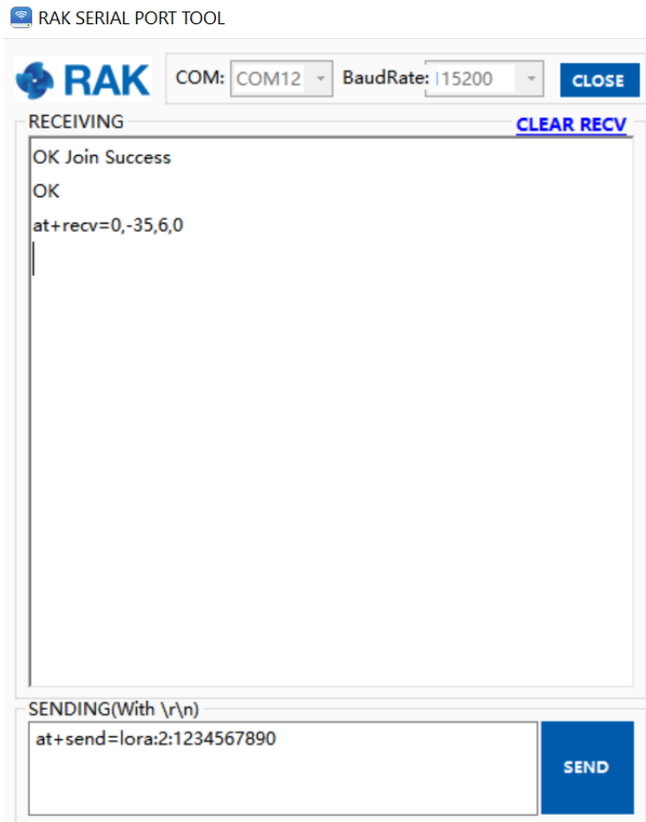

Figure 53: Sending a message in ABP mode
- The console will feedback with an “OK” message (see **Figure 53**). The sent data shall be displayed in the ChirpStack console.